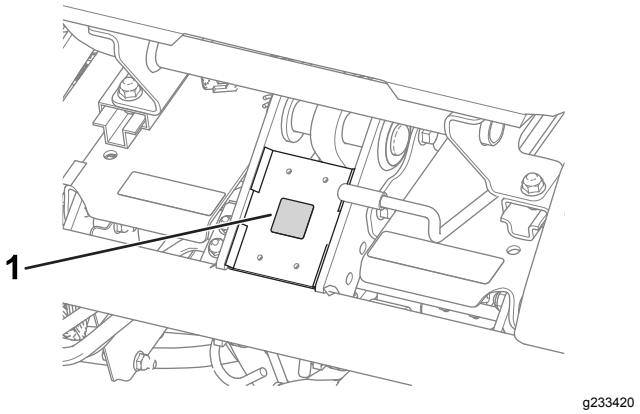

Figur 11
- Monter CE-merket til rammen under forsiden av setet (Figur 11).